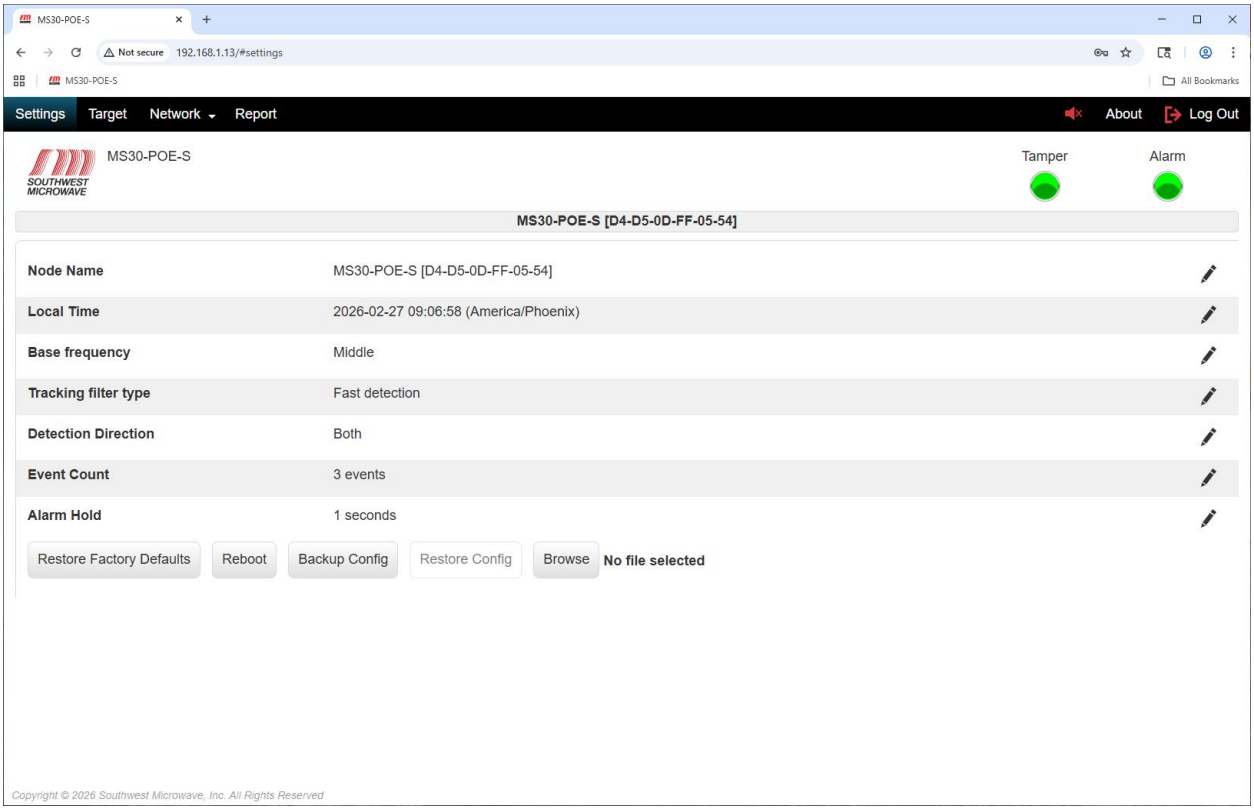

*Figure 9.1 – Settings Screen*
Once the login has been selected the IST will open to the "Settings" screen as shown in Figure 9.1. There are four (4) tabs that can be selected: Settings, Target, Network and Report. No matter which tab is selected the header and top banners will always be displayed. There is also an About button and Log Out button.